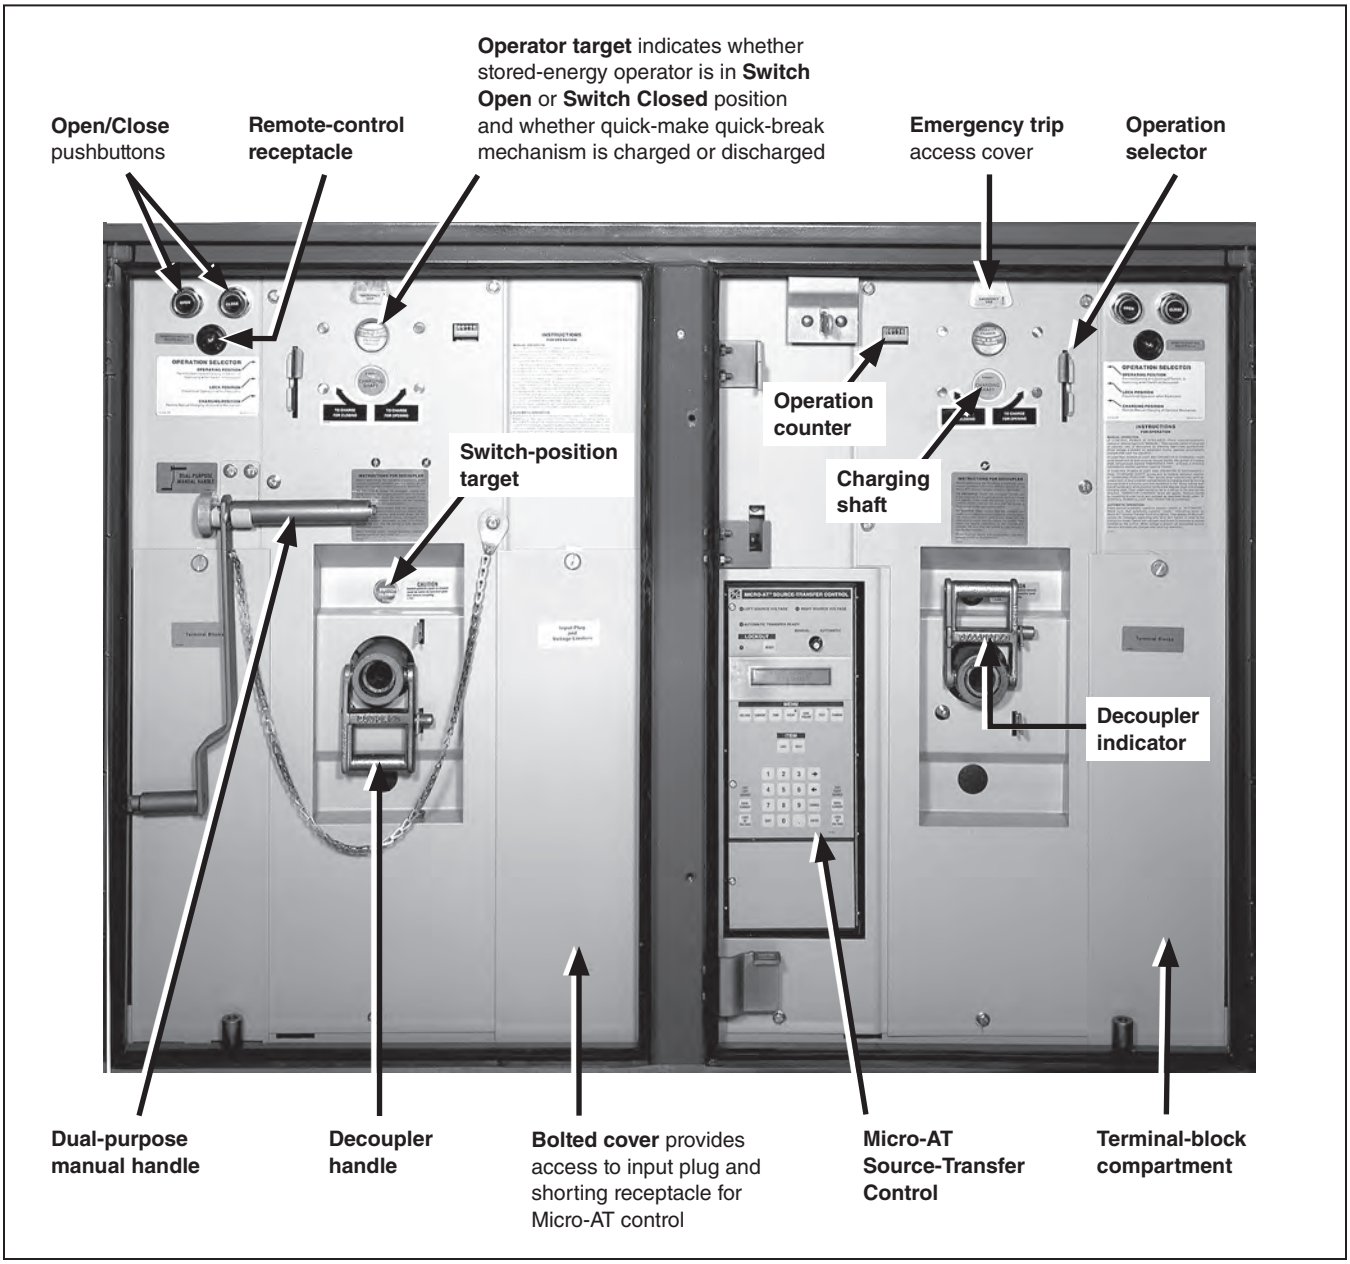
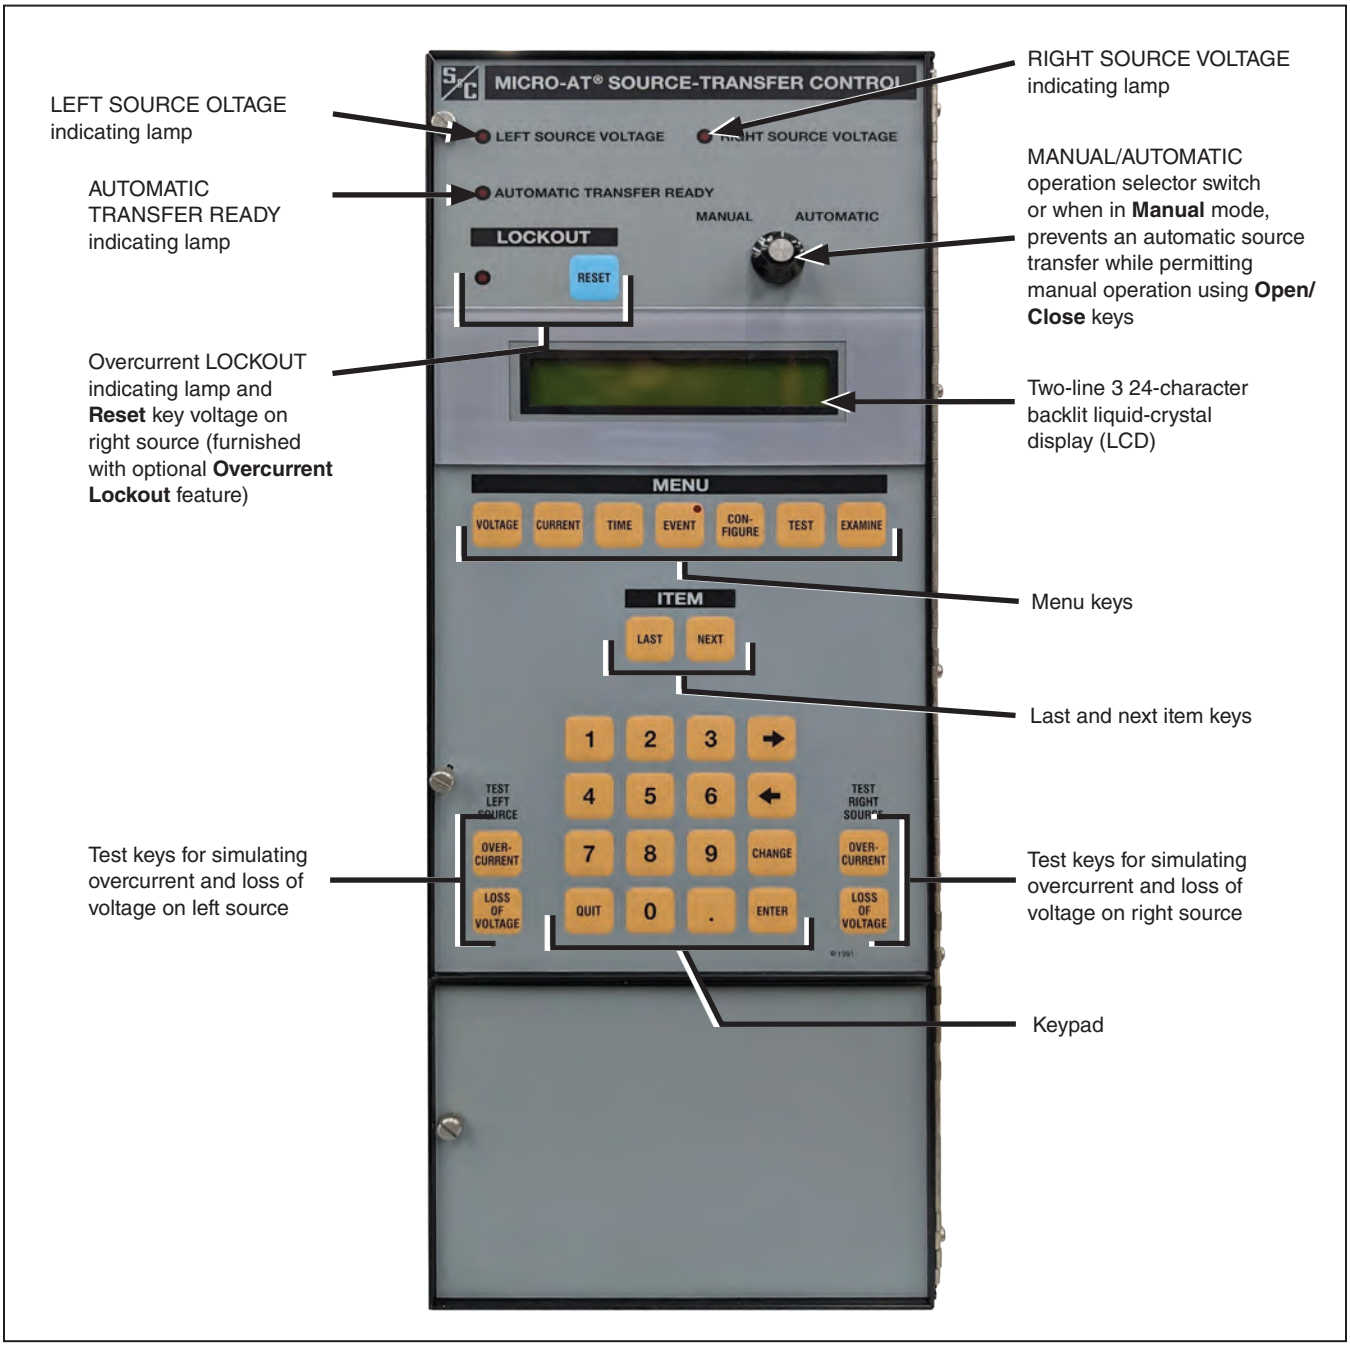
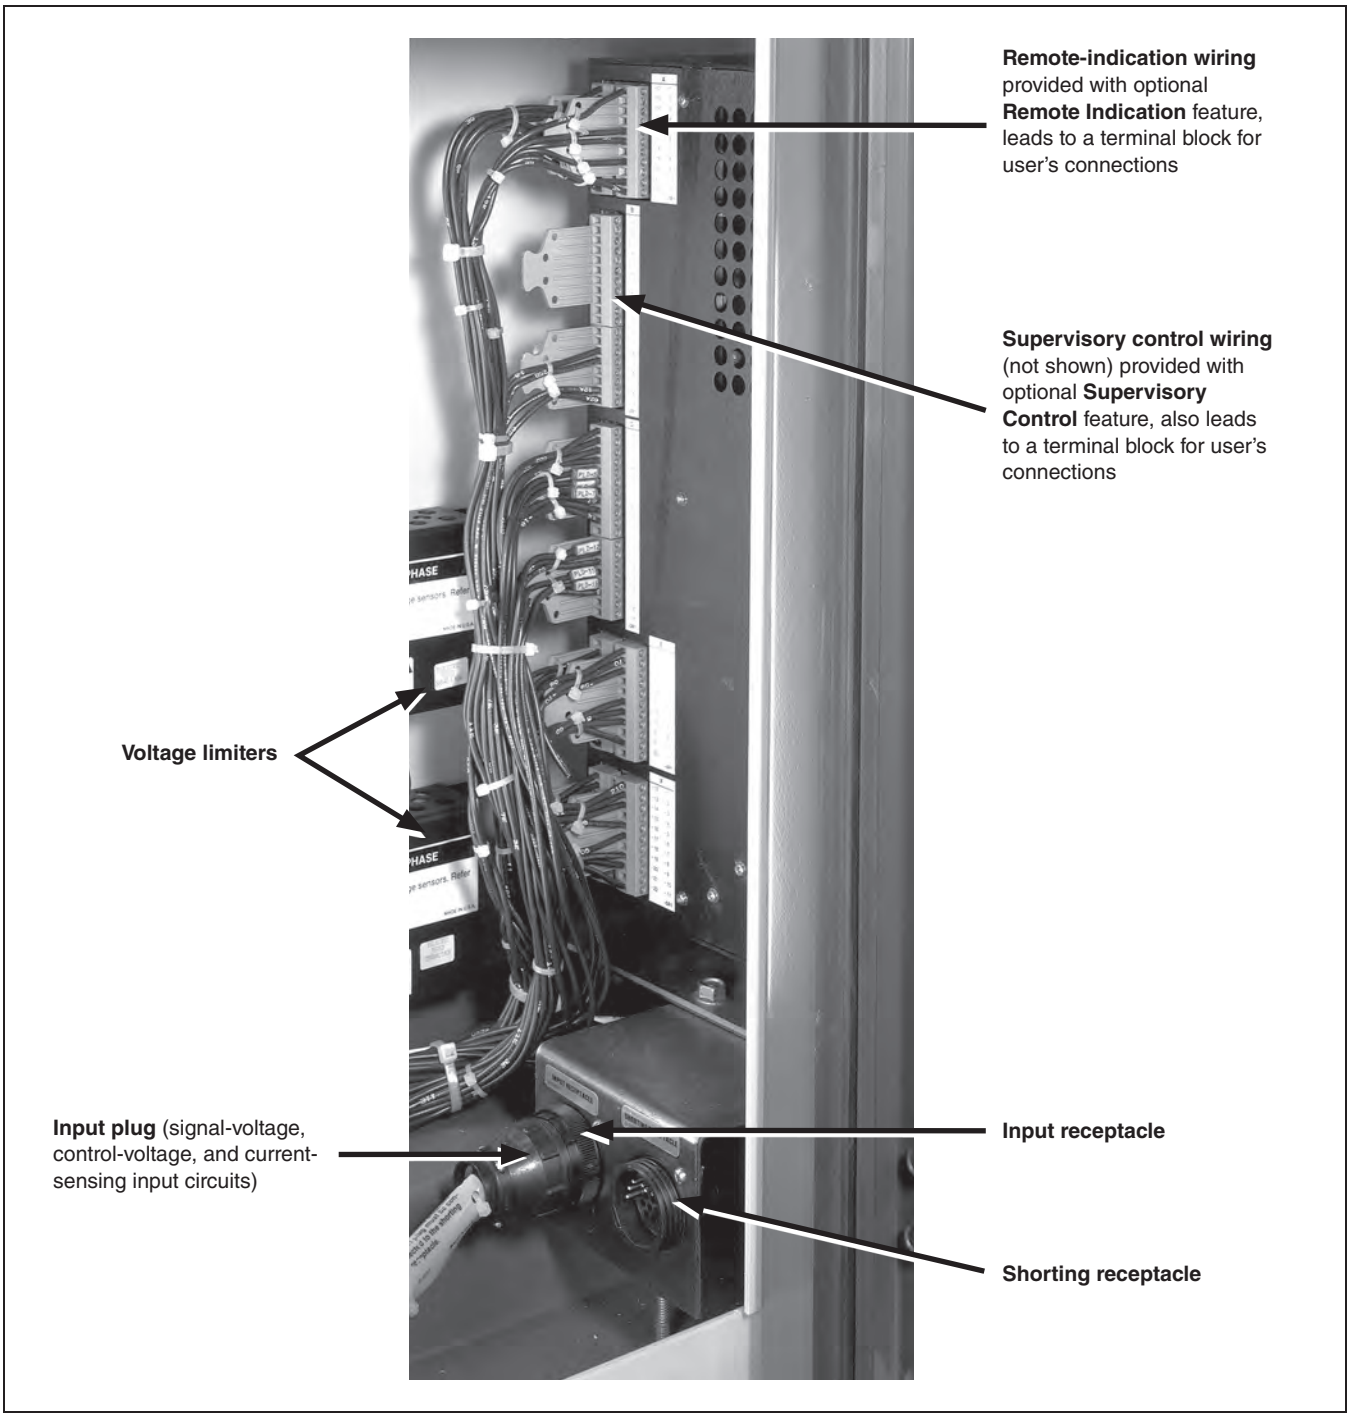

Figure 2. Low-voltage control compartment.
Figure 3. A Micro-AT Source-Transfer Control.
Figure 4. Access panel removed showing the input plug, input receptacle, and shorting receptacle of a Micro-AT Source-Transfer Control.
Figure 2, Figure 3 on page 9, and Figure 4 on page 10 illustrate many of the basic components and features of source-transfer Pad-Mounted Gear. Before proceeding with the remainder of the instructions, S&C recommends these figures be reviewed to gain familiarity with the various components and locations.
2. Do not perform any switching operations if the source-transfer control is in **Lockout** mode as indicated by illumination of the LOCKOUT lamp. See Figure 3 on page 9. For such cases, see the "Overcurrent-Lockout Condition" section in S&C Instruction Sheet 515-500.
- The operator target (see Figure 2 on page 8) signals "OPERATOR IN SWITCH-OPEN POSITION" or "OPERATOR IN SWITCH-CLOSED POSITION" to indicate the switch operator has moved through a complete operation.
- The switch-position target (see Figure 2) which signals "SWITCH OPEN" or "SWITCH CLOSED," is in agreement with the operator target.
- The operator target (see Figure 2 on page 8) signals "OPERATOR CHARGED" to indicate the operator is ready for the next operation.
To decouple the stored-energy operators, first place the MANUAL/AUTOMATIC operation selector switch on the faceplate of the Micro-AT Source-Transfer Control in **Manual** mode. For each stored-energy operator, grasp the decoupler handle and press down on the coupled-position latch to release the handle. Then, move the handle upward to the **Decoupled** position. Make sure the handle is fully latched in the **Decoupled** position. While an operator is decoupled, the automatic-transfer READY indicating lamp on the faceplate of the Micro-AT control will not light, which serves as a reminder of the **Decoupled** condition. See Figure 3 on page 9.
To couple the stored-energy operators, first place the MANUAL/AUTOMATIC operation selector switch on the faceplate of the Micro-AT control in Manual mode. Then, make sure the stored-energy operators are in the same position (**Open** or **Closed**) as their associated Mini-Rupter Switches by observing the switch-position and operator targets. See Figure 2 on page 8. If required, use the **Open/Close** keys (provided control power is available) to reposition the operator(s).
High-speed quick-make quick-break operation is provided by stored-energy operators that, when solenoid-tripped in response to control signals from the Micro-AT Source-Transfer Control, automatically open and close the Mini-Rupter Switches. After each **Trip** operation, the operators automatically charge when voltage is present on the associated source, making them ready for the next operation. For automatic switch operation, the MANUAL/AUTOMATIC operation selector switch on the Micro-AT control must be in **Automatic** mode. See Figure 3 on page 9. The Micro-AT control will not function automatically if one operator is coupled and the other is decoupled. Field-programming and operation of the Micro-AT control is covered in S&C Instruction Sheet 515-500.
If control power is available: To manually operate the stored-energy operator's quick-make quick-break mechanism—and (if coupled) to open or close a Mini-Rupter Switch—place the MANUAL/AUTOMATIC operation selector switch in **Manual** mode and press the associated **Open/Close** pushbutton. See Figure 2 on page 9. After each **Trip** operation, the quick-make quick-break mechanism automatically charges when voltage is present on the associated source. The charging operation takes approximately 25 seconds.